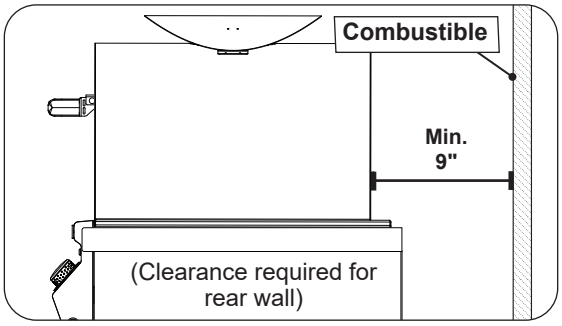

Fig. 18-3 Clearance **'C'** Diagram
- The unit must have a minimum clearance of 9" from the combustible rear wall (see Fig. 18-3).